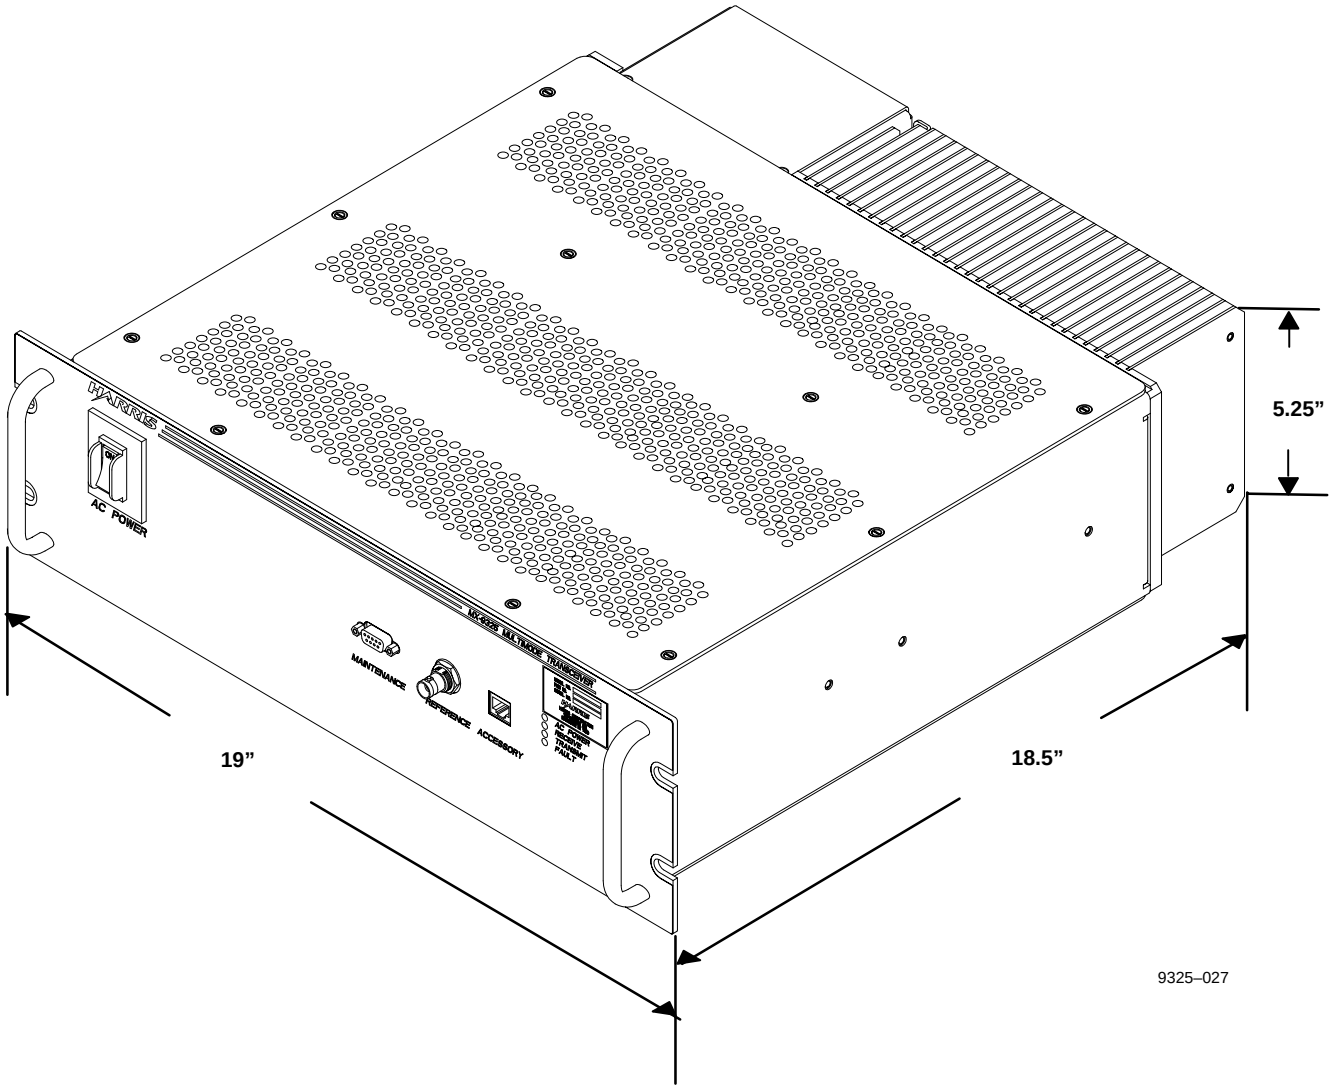

Figure 8-1. MX-9325 Transceiver Dimensions
- Location accommodates dimensions shown on Figure 8-1.